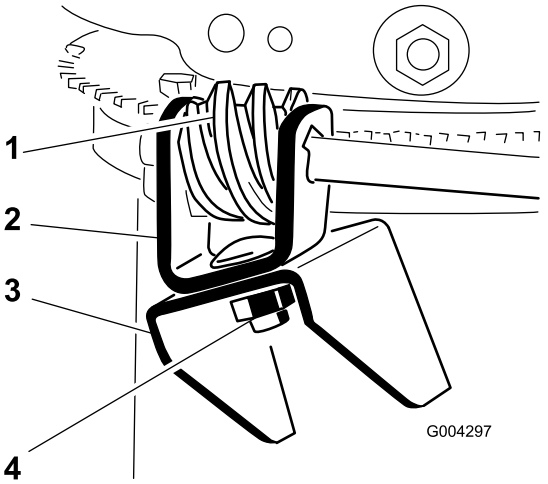

Figure 11
2. Apply No. 2 general purpose grease to the worm gear (Figure 11).
3. Loosely mount the worm gear and the bracket to the mounting flange with a bolt, a Belleville washer, and a locknut as shown in Figure 11.
4. Slide the worm gear into the teeth of the chute retaining ring and tighten the locknut (Figure 11).